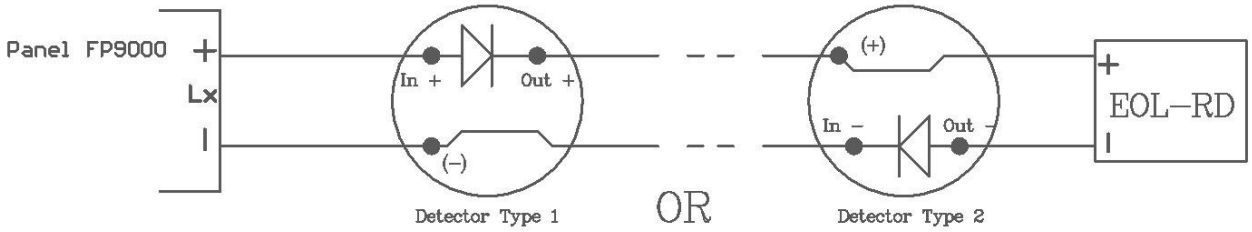

Figura 2
-En la figura 2 se muestra el montaje de los diodos, para dar continuidad a la zona en caso de extracción de un detector de su base. Si el fabricante del detector de incendio no especifica el diodo, recomendamos usar un diodo Schottky 1N5819 o equivalente.